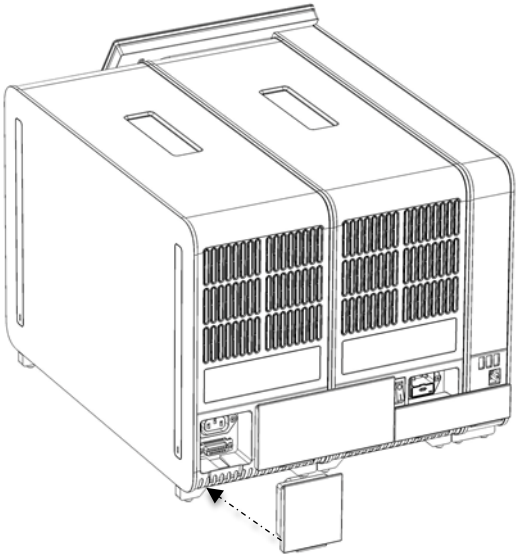

Figura 19. Conexión del puente de terminación.
7. Conecte el puente de terminación en la parte posterior del módulo analítico (Figura 19).